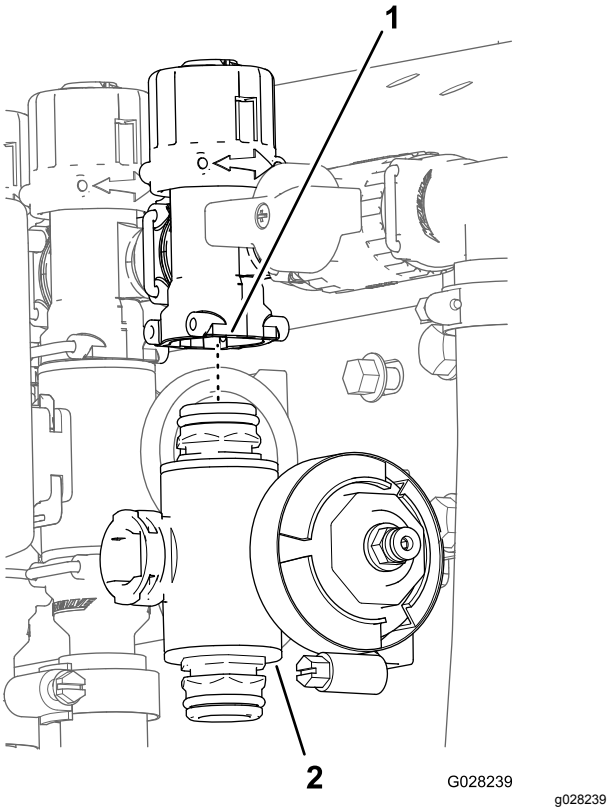

Figur 75
3. For venstre eller højre sektionsventiler skal flangehovedboltene og flangelåsemøtrikkerne, der fastgør sektionsventilen/-erne til ventilbeslaget, afmonteres, og ventilmanifolden/-erne skal afmonteres fra maskinen. For den midterste sektionsventil skal sektionsventilmanifolden afmonteres fra maskinen (Figur 75).